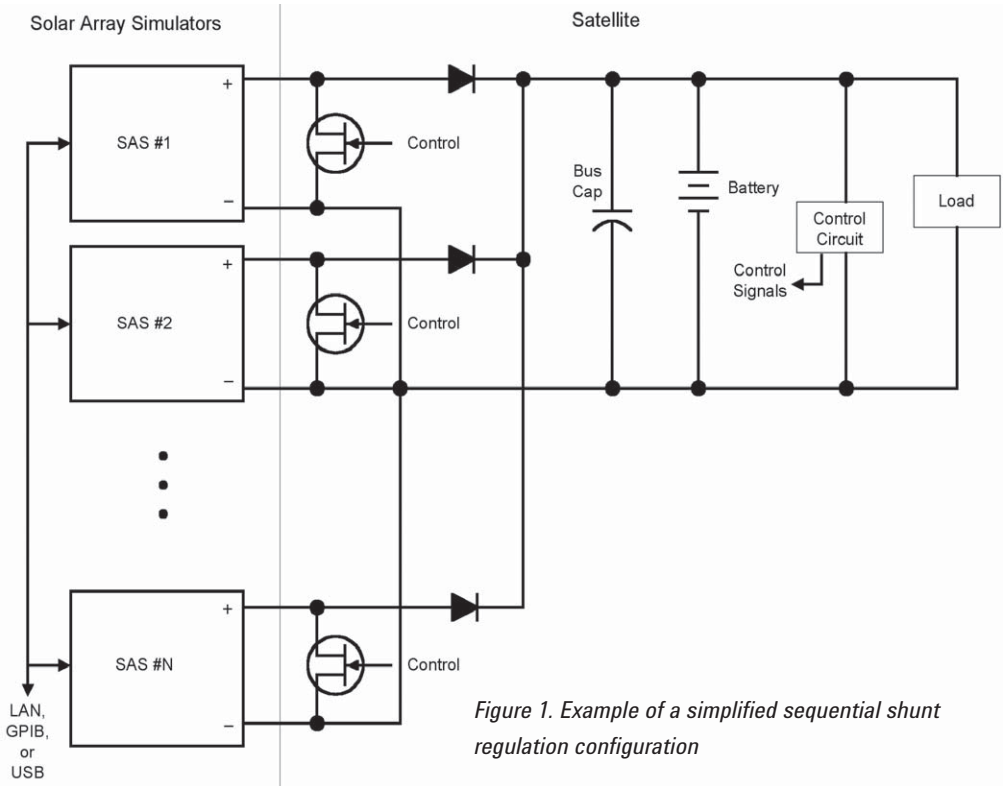
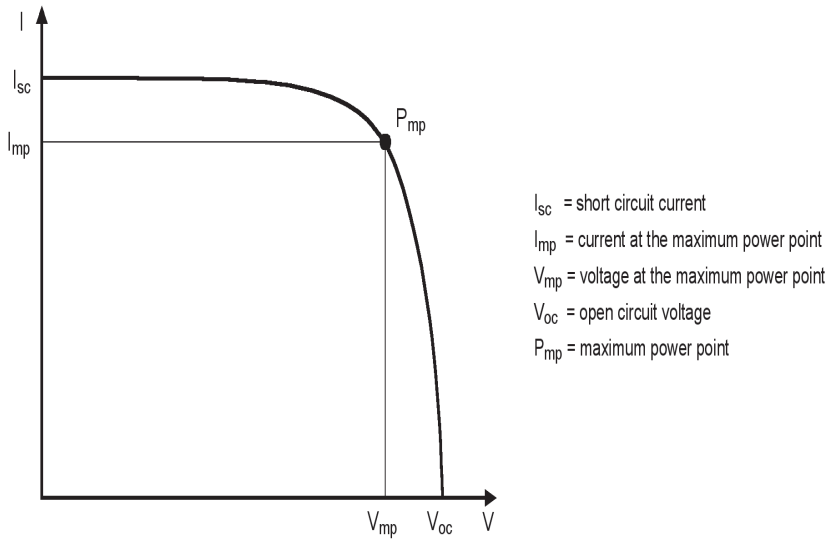
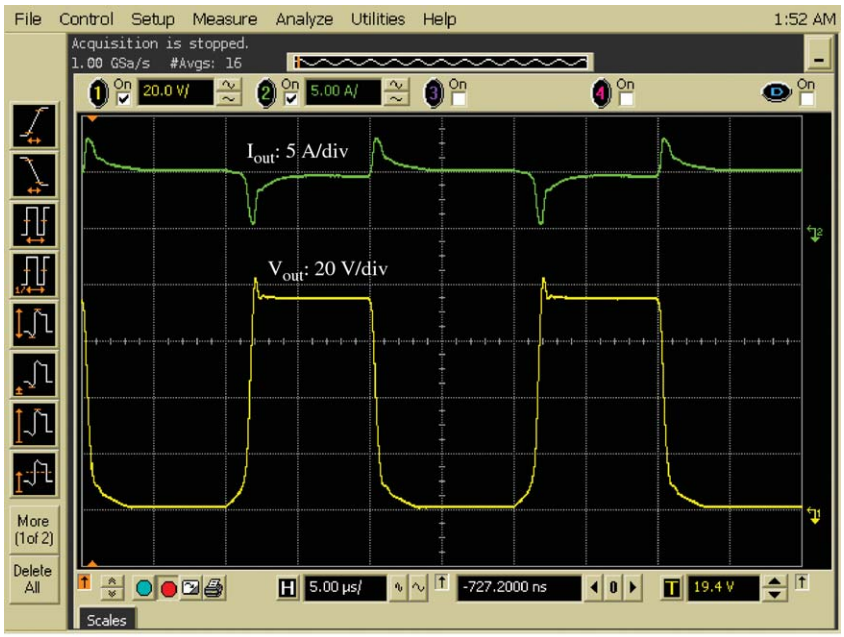

Figure 1. Example of a simplified sequential shunt regulation configuration
Figure 2. Typical solar array output characteristic I-V curve
Figure 3. Agilent E4362A SAS output voltage and current waveforms (shunt switching at 50 kHz)
Sequential shunt regulation is widely used for regulating satellite bus voltages. A simplified sequential shunt configuration is shown in Figure 1.
The Agilent Technologies E436xA modular solar array simulator (SAS) is ideal for this type of application. Operating in this configuration, the SAS output current either flows into the load or into the shunt control FETs. The shunt control FET will be referred to as "the shunt" or "the switch" for the remainder of this paper. Figure 2 shows a typical solar array I-V curve. As an example, let's assume operation at the maximum power point. When the shunt is open, the current to the load will be I_{mp} (current at the maximum power point). When the shunt is closed, the current in the shunt is I_{sc} (short circuit current). Figure 3 shows the output waveforms from one SAS. The output current of the SAS is basically constant because the difference between I_{mp} and I_{sc} is usually small; however, the voltage changes from near zero with a short (switch on) to V_{mp} (switch off).
If the bus voltage = V_{mp}, then the output power delivered to the bus = (1-D) (N) (P_{mp}) where: D = "on" duty cycle of the shunt FET, N = number of SAS supplies, P_{mp} = maximum power point. To satisfy the power demands of the power system of the satellite, the output voltage of the SAS has to rise within about 1 to 10 µs when the shunt is opened and the operating point changes from the short circuit point to the operating load point on the curve. The E436xA's low output capacitance (<50 nF) allows this fast rise time and also limits the turn on switching losses in the shunt switch. The E436xA can handle switching frequencies up to 50 kHz. Figure 3 shows the output voltage and current of the E4362A when the shunt switches at 50 kHz with shunt FET rise and fall times of about 1 µs. For this test, the E4362A is in SAS mode (refer to data sheet) and the I-V curve is defined by these four parameters: I_{sc} = 5.00 A, I_{mp} = 4.75 A, V_{mp} = 120 V and V_{oc} = 130 V. The load is about 42 ohms. (Note that with these settings and the duty cycle used, the operating point is not the maximum power point.) The wire inductance between the SAS output and the shunt switch is very low. As the inductance increases, the voltage overshoot on the output voltage will increase, but will be limited by fast acting internal clamp circuits. The overshoot and undershoot in the current (Figure 3) are due to the internal output snubber, as part of the output capacitance, charging and discharging. Note that in Figure 1, the bus capacitor across the battery is required to smooth the bus voltage and current, lowering the ripple.
Figure 1 shows diodes in series with each output of the SAS (after the shunt). These diodes isolate the supplies so that when one shunt is on, the bus voltage and other SAS outputs are not pulled low. The diodes should have very fast recovery time (or they should be Schottky diodes); otherwise the power dissipation in the diode and the shunt FET will be high. Higher levels of noise will also occur if slow diodes are used, or if the FET rise and fall times are too fast. The latter can be controlled by adjusting the FET gate resistor. A snubber (RC) across the diodes may help reduce the switching noise and voltage overshoots. A heatsink may be needed to keep the FET or diode cool and within its temperature ratings.